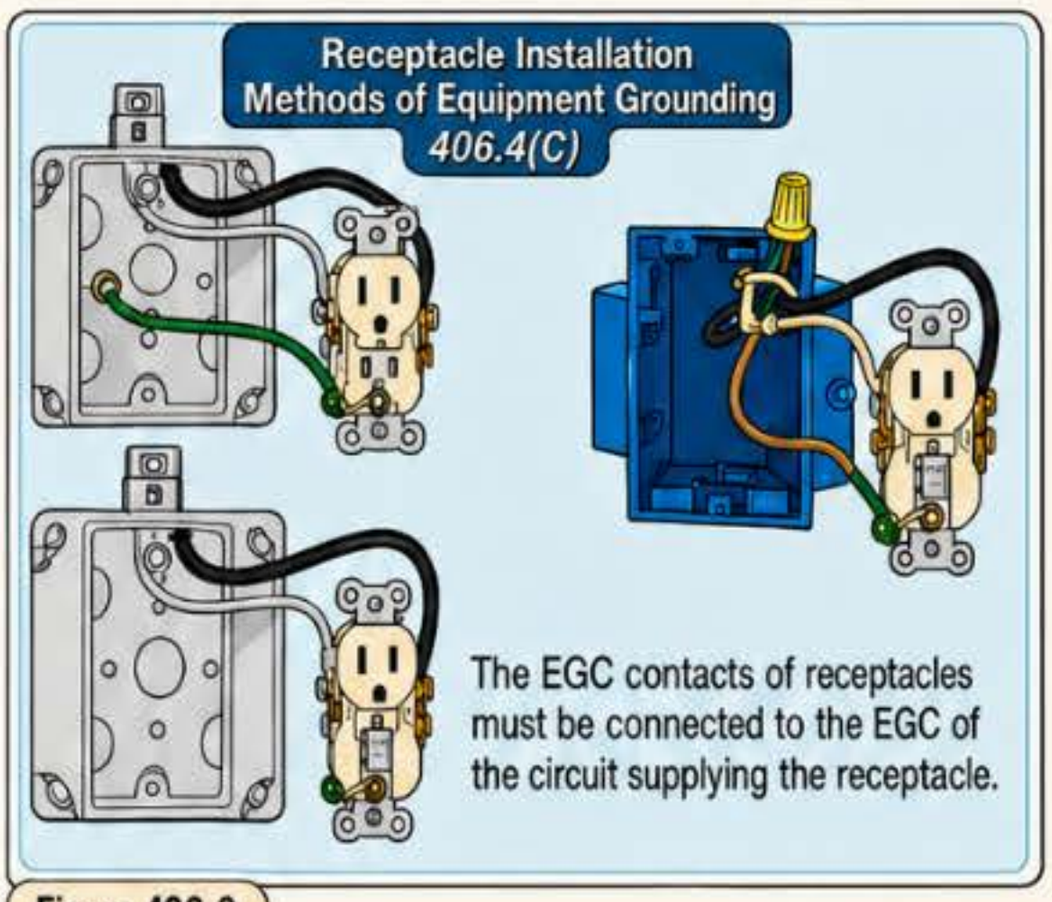

Figure 406-9
(C) Methods of Grounding. The equipment grounding conductor contacts of receptacles and cord connectors must be connected to the equipment grounding conductor of the circuit supplying the receptacle or cord connector. ▶ **Figure 406-9**